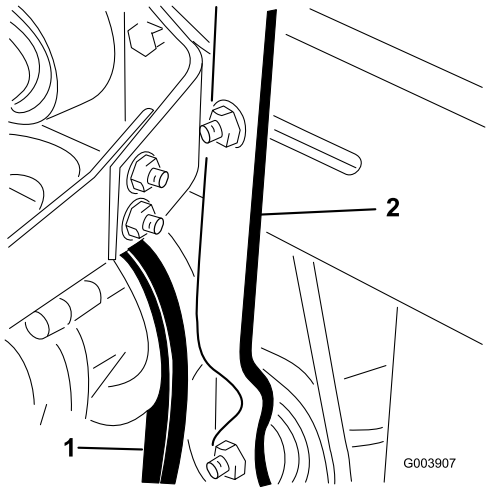

Figur 70
1. Løsne låsemutteren på remspenningsspaken (Figur 70).